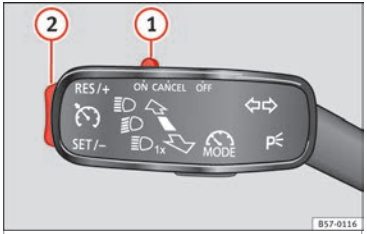

Fig. 47 On the left of the steering column: switches and controls for operating the CCS
- Switching on the CCS: Move switch ››› Fig. 47 ① to **ON**. The system is on. If no speed has been programmed, the system will not control it.
- Activating the CCS: Press button ››› Fig. 47 ② in the **SET/–** area. The current speed is memorised and controlled.
- Temporarily switching off the CCS: Move switch ››› Fig. 47 ① to **CANCEL** or push the brake. The cruise control system is switched off temporarily.
- Reactivating the CCS: Press button ››› Fig. 47 ② in **RES/+**. The memorised speed is saved and controlled again.
- Increasing stored speed during CCS regulation: press button ② in **RES/+**. The vehicle accelerates until the new stored speed.
- Reducing stored speed during CCS regulation: press button ② in **SET/–** to lower the speed by 1 km/h (1 mph). Speed is reduced until reaching the new stored speed.
- Switching off the CCS: Move switch ››› Fig. 47 ① to **OFF**. The system is disconnected and the memorised speed is deleted.